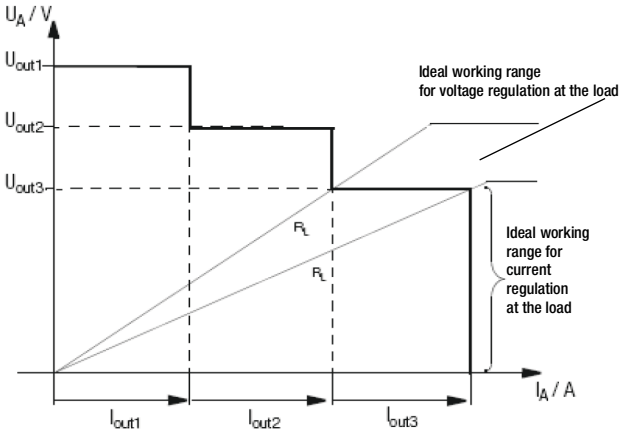

Figure 7.9.1a U / I Diagram for Direct Parallel Connection
- The outputs can be activated and deactivated collectively by connecting the trigger inputs in parallel (see figure 7.9.1a, optional connection) or series (setting:“SEtUP/dPYIF/AnIF/trG-1 out”).